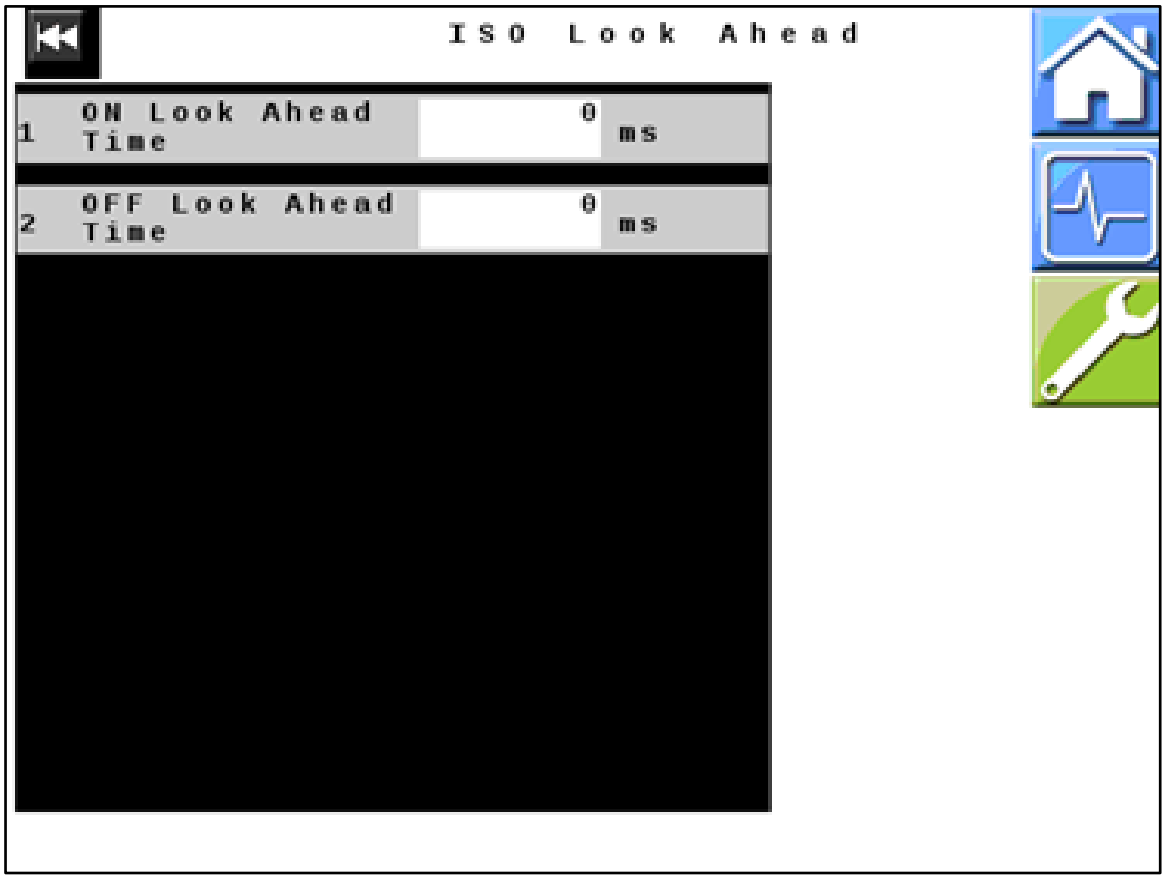

Figure 25 — ISO Look Ahead
46. *Figure 25*: Verify that all values displayed on your unit match those shown here. Change values if necessary.